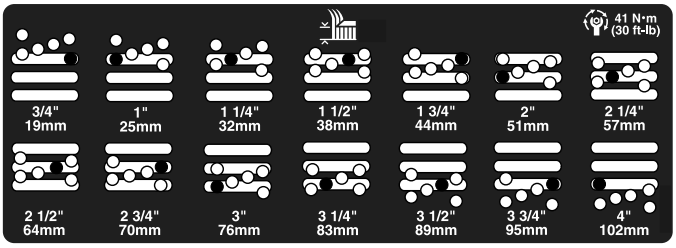

Figur 25
5. Flytt kammeret til ønsket klippehøyde og monter et avstandsstykke i korresponderende klippehøydehull og spor (Figur 25).